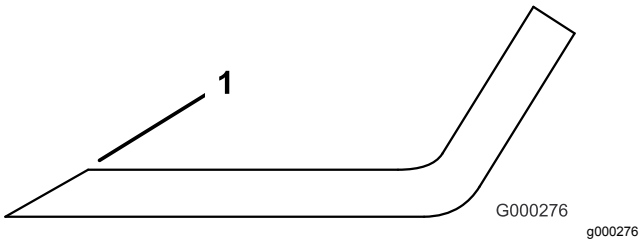

Figur 114
3. Undersøg alle knivenes skær. Slib skærene, hvis de er sløve eller hakkede. Slib kun toppen af skæret, og bevar den oprindelige klippevinkel for at sikre, at skærekniven er skarp (Figur 114). Skærekniven bevarer balancen, hvis der fjernes samme mængde metal på begge skær.